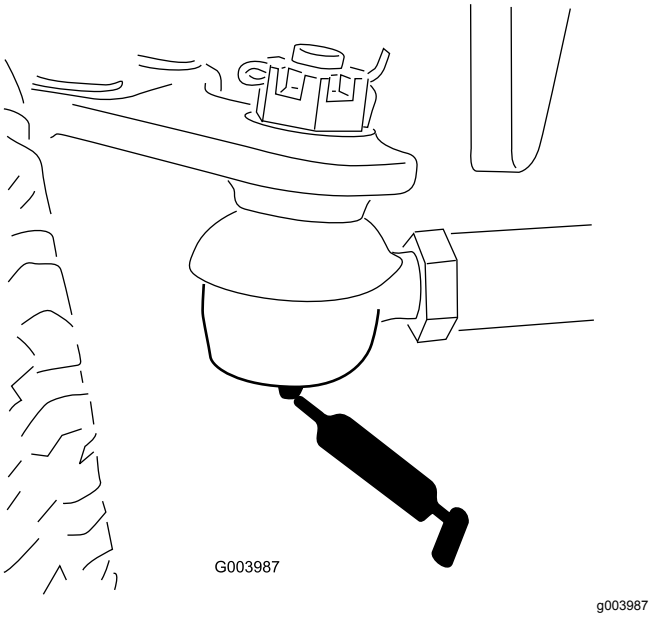

Figur 40
- Bakakselens parallellstag (2) (Figur 40)